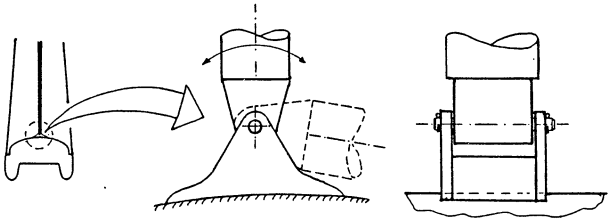

Fig. 1
Grundvoraussetzung ist eine bauliche Veränderung am Rigg: Der Mast mu kippbar sein, d.h. sich um die Schiffslängsachse drehen lassen und zwar bis er mindestens 90° zur Vertikalen liegt. Der dafür erforderliche bauliche Aufwand ist unerheblich, auf dem Kajütdach wird eine Gabelkonstruktion angeschraubt, der Mast erhält einen durchbohrten Fuß (Fig. 1). Der Gelenkbolzen sollte kräftig Spiel haben, z.B. je nach Bootsgröße ein Bolzen von 20 mm ∅ und Bohrungen von 24 mm ∅. Die Mastkräfte werden von dieser veränderten Halterung genau so gut aufgenommen. Die weiteren Änderungen werden bei der Beschreibung spezifiziert. Harald Frank meint, daß ein Auftriebskörper im Mast nachteilig gewesen wäre, auch in anderen Berichten wird eine solche Vorrichtung negativ beurteilt. Mag sein, ich nehme jetzt zunächst mal an, daß das gekenterte Boot durch einen Auftriebskörper im Mast am Durchkentern gehindert wurde und daß der Mast-
Auf der Jahreshauptversammlung in Nürnberg brachte unser Mitglied Hans J. Mader, Reutlingerweg 16, 48 Bielefeld das Modell eines Kats mit Doppelrigg mit. Ein Foto dieses Modells blieb beim Vorstand, der mich bat, wenn möglich etwas darüber zu schreiben (Abb. 1)
e) 2 komplette Drehriggs mit Flügelmasten und Gabelbäumen (Foto Abb. 1)